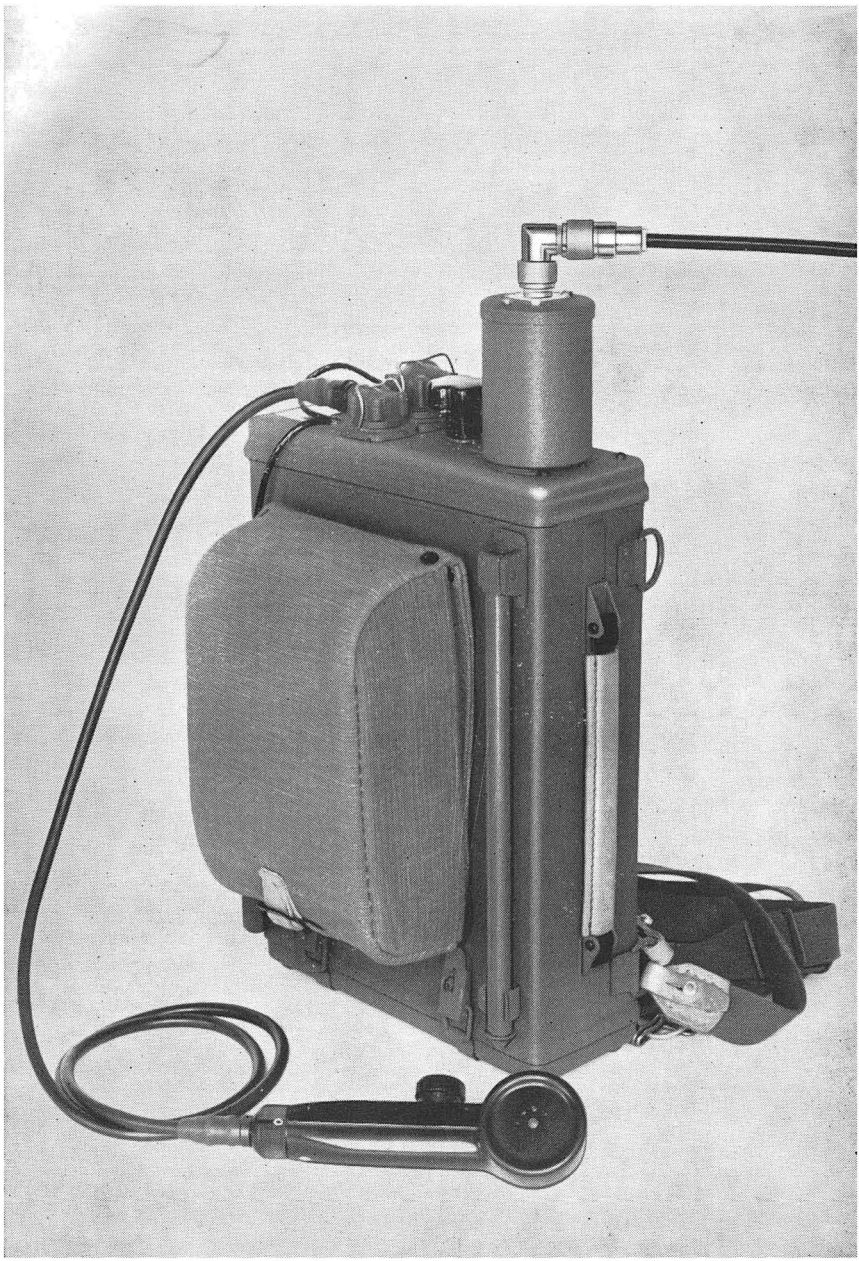

Fig. 3
f) **Transformateur d'adaptation** (voir fig. 3)
Le transformateur d'adaptation est vissé sur l'isolateur de l'appareil et le câble HF y est raccordé (voir fig. 3).